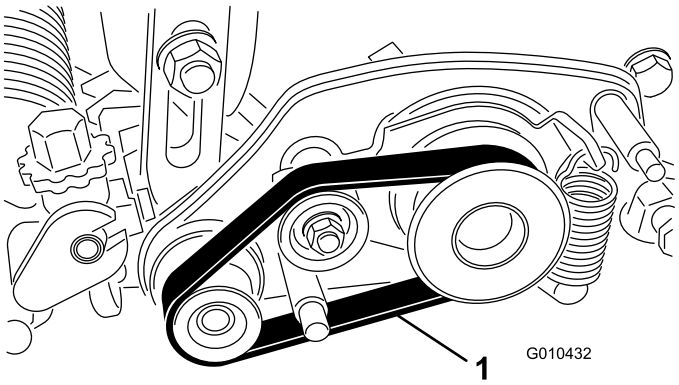

Bild 18
2. Verlegen Sie den Riemen über die Antriebsriemenscheibe, die Spannscheibe und die Riemenscheibe, wie in Bild 18 abgebildet.